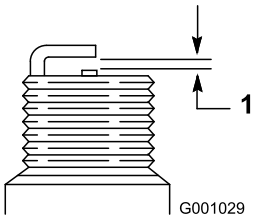

Figur 23
4. Justera elektrodgapet på det nya tändstiftet till 0,76 mm (Figur 23).